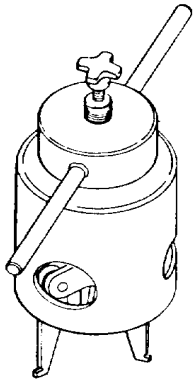

Figure 19. 6796522 Bearing Outer Ring Puller
l. Use a soft drift or 6796522 bearing outer ring puller (figure 19) remove outer rings from inner diaphragm at three locations: starter shaft, alternator drive gear, and the hydraulic pump drive gear.
m. Install 6796522 bearing outer ring puller (figure 19) on inner diaphragm at main idler gear opening and pull outer ring.